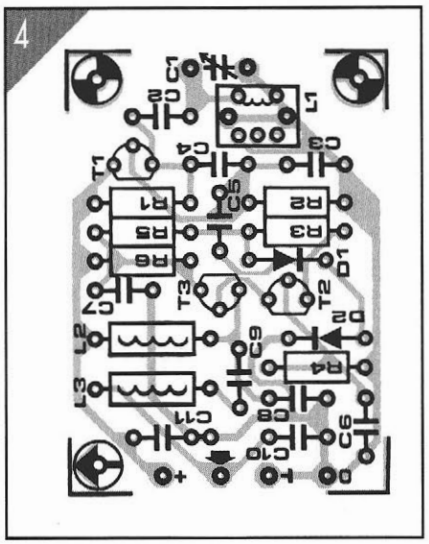

Figure 4. L'implantation des composants de l'adaptateur BLU.
La **figure 4** donne l''implantation des composants d'une platine à réaliser soi-même. Le dessin des pistes est représenté dans les pages centrales de ce magazine. La self L1 est à réaliser sur un noyau Néosid du type 7AlS selon les indications de la **figure 5.** Commencez par visser le noyau de ferrite (3) avec un tournevis et les précautions d'usage -ce matériau est fragile- à l'emplacement prévu dans le corps de plastique (4). Bobinez ensuite 53 spires serrées -sous peine de ne plus pouvoir mettre en place le capot de ferrite (2)- de fil de cuivre émaillé de 0,2 mm de section sur le corps de la self. Comme le montre la **figure 4**, les deux extrémités de la bobine ainsi réalisée sont soudées aux deux broches situées du même côté du corps en plastique. Ensuite, on met en place le capot de ferrite avant de "chapeauter" le tout au moyen du blindage en tôle (1). Une fois l'ensemble mis en place, effectuer les sept soudures nécessaires. Avant de procéder au réglage, mettre le condensateur ajustable à mi-course, et le potentiomètre P1 au maximum. Connecter les extrémités de la self effectuée autour du récepteur à la sortie de l'adaptateur BLU. Accordez le récepteur sur une station AM quelconque, puis appliquez la tension d'alimentation au montage. Pour peu que vous ayez de la chance, le récepteur devrait se mettre à siffler. Si ce n'est pas le cas, il faudra jouer sur la position du condensateur variable jusqu'à obtenir ce sifflement et le dépasser. Lorsque le sifflement a cessé, la self est correctement réglée. On peut maintenant partir à la recherche d'une station BLU. Coupez momentanément l'adaptateur et recherchez une station émettant en BLU. Avec un peu d'habitude, vous les aurez vite repérées : elles émettent un signal incompréhensible, qui n'a pas la régularité d'un signal de transmission de données (télétype, fac-similé, signaux d'informatique), mais dont on devine qu'il s'agit d'un signal de parole. Dès que la syntonisation sur l'émetteur donne le maximum de signal, remettez l'adaptateur en fonction.